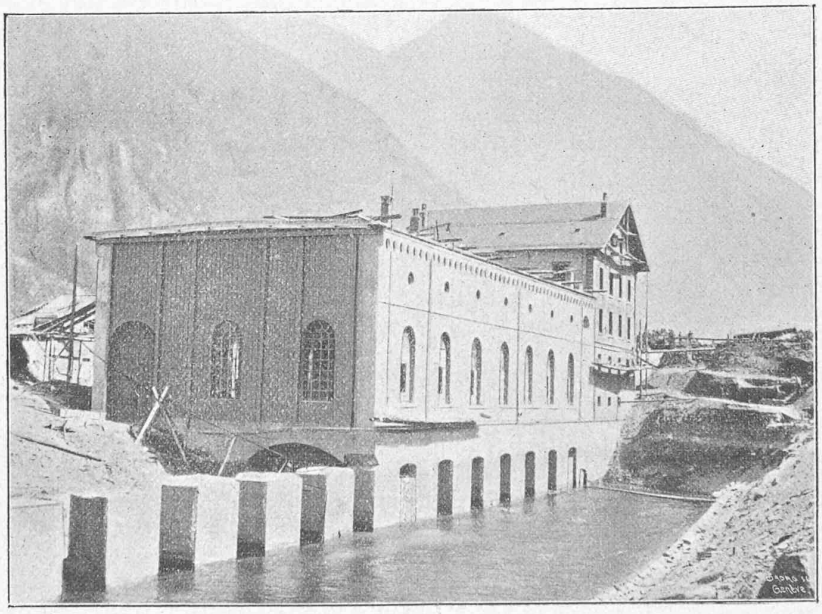

Fig. 5. — Le bâtiment des turbines.
**Le bâtiment des turbines** se compose de deux parties ; la première comprend les ateliers et logements, la seconde la salle des machines. Les fondations du bâtiment, du côté du canal de fuite, ont été faites en vue de l'agrandissement de l'usine, correspondant à la mise en service des trois canalisations projetées, soit à l'installation de 15 groupes de 1000 chevaux, et de 2 groupes de 120 chevaux (fig. 5).